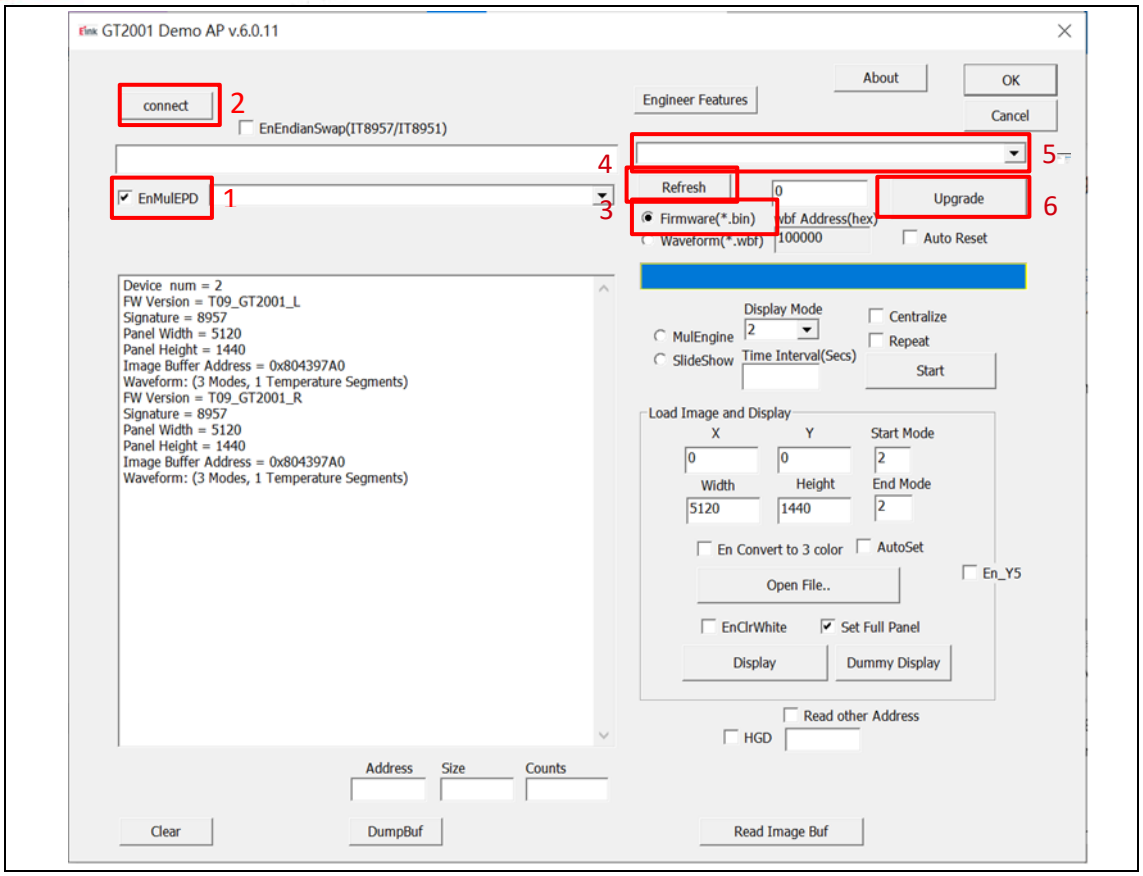

Figure 3.4
- Execute GT2001 Demo AP(refer to Figure 3.4)